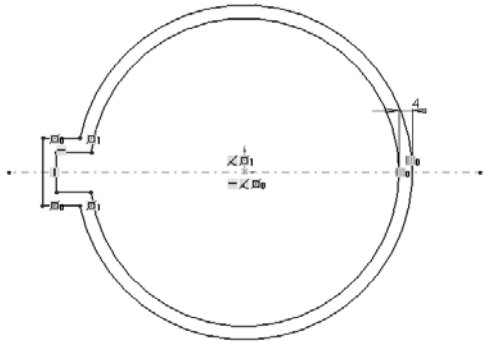

Figure 3-61 *Sketch after offsetting the outer loop*
e. Offset the entire sketch, refer to Figure 3-61.
The sketch after offsetting the outer loop is shown in Figure 3-61.